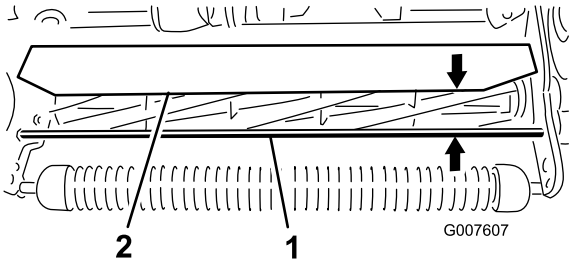

**Rysunek 51**
1. Zmierz odległość od góry przedniego drążka wsporczego do przedniej krawędzi osłony na obu końcach zespołu tnącego (Rysunek 51).